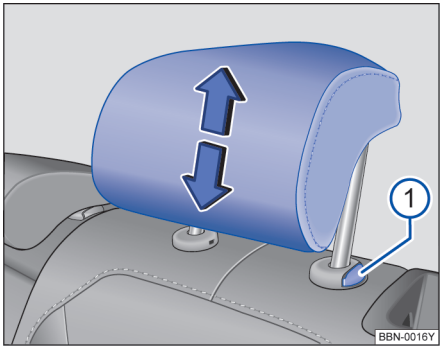

图 68 调整后排头枕
– 按住按钮→ 图 68①，同时沿箭头方向上推或下压头枕即可将头枕调整至合适高度。